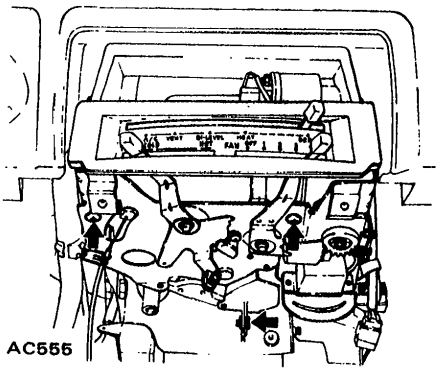

Fig. AC-43 Removing control assembly
10. Remove control assembly by removing two screws (upper side), "E"-ring (lower side). See Figure AC-43.